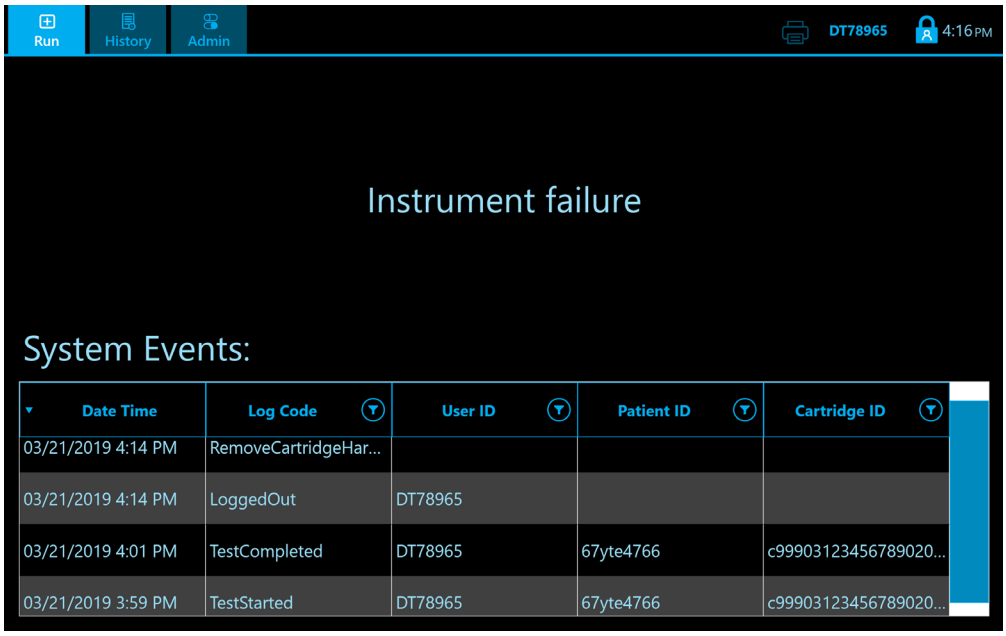

Figure 50. Event Log Screen
The system will notify the user of any internal quality control failures at the point they are detected. Additional details of the failure are included on the screen (Figure 50) on startup and from the event log (Administrator Configuration Section B). If a restart of the System does not clear the error, contact HemoSonics LLC at (+1) (800) 280-5589 or support@hemosonics.com.
- By DateTime – select the DateTime column header to sort in ascending or descending order. In Figure 50, the sort is in descending order.